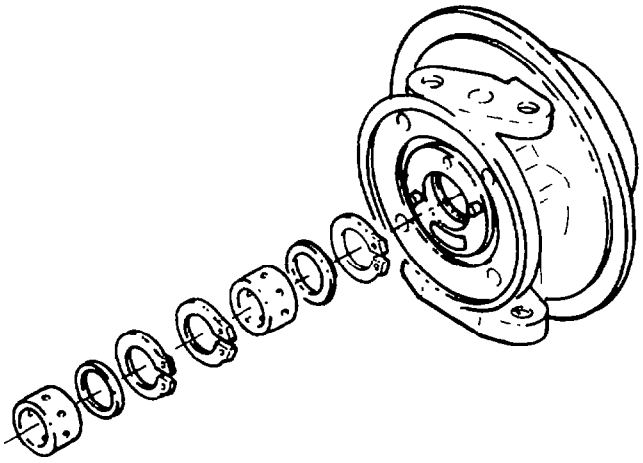

Fig. 151 — Installing Internal Components
f. Still working from the compressor end, install the turbine end wear washer (item 15), journal bearing (item 13) and inboard retaining ring (item 16) (see fig. 151).